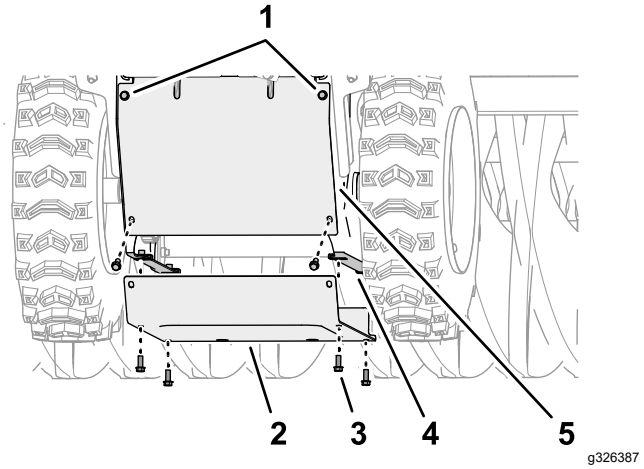

Figure 47
5. À l'arrière de la machine, desserrez les 2 vis à embase supérieures (1/4" x 5/8") qui fixent le couvercle arrière sur la machine (Figure 47).
6. Retirez les 6 vis à embase (1/4" x 5/8") qui fixent le couvercle inférieur sur la machine, et déposez le couvercle (Figure 47).